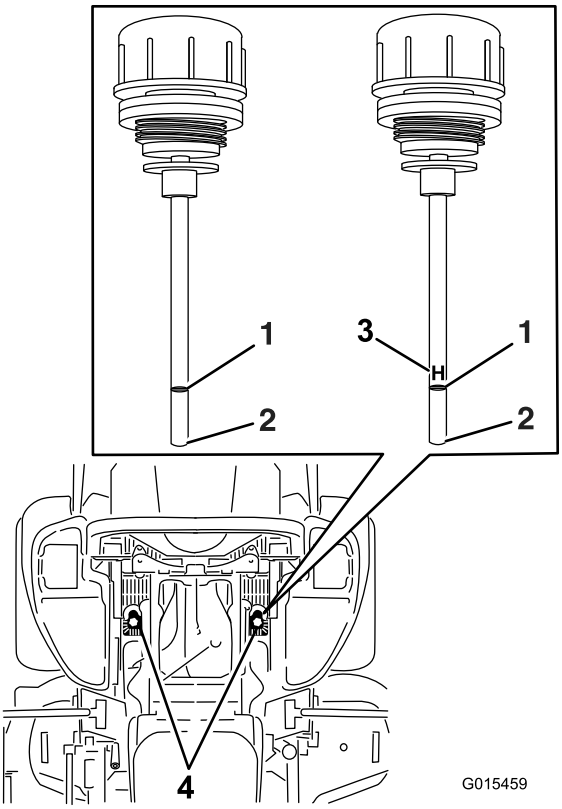

Figur 79
6. Rengør området omkring målepindene i hydrauliksystembeholderne (Figur 79).
7. Tag en målepind ud af hydraulikbeholderen (Figur 79).
9. Tag målepinden ud, og se på enden (Figur 79).